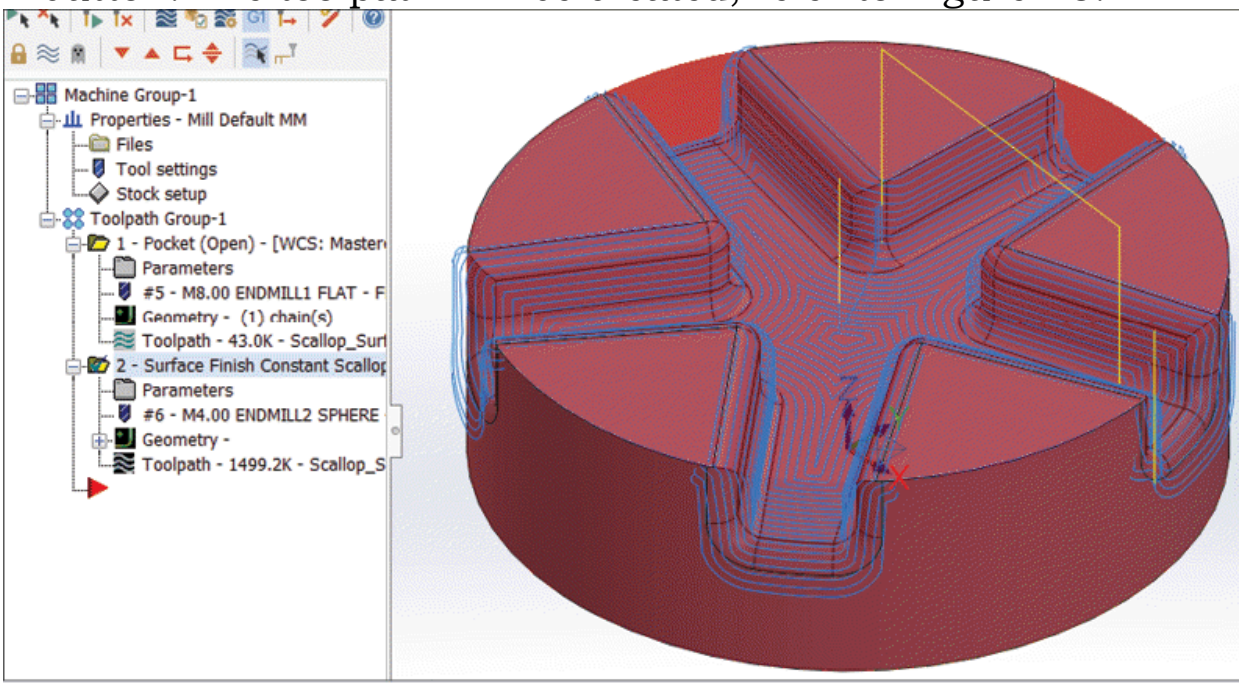

Figure-48. Surface finish scallop toolpath
- Specify the other parameters as desired and click on the **OK** button. The toolpath will be created; refer to Figure-48.